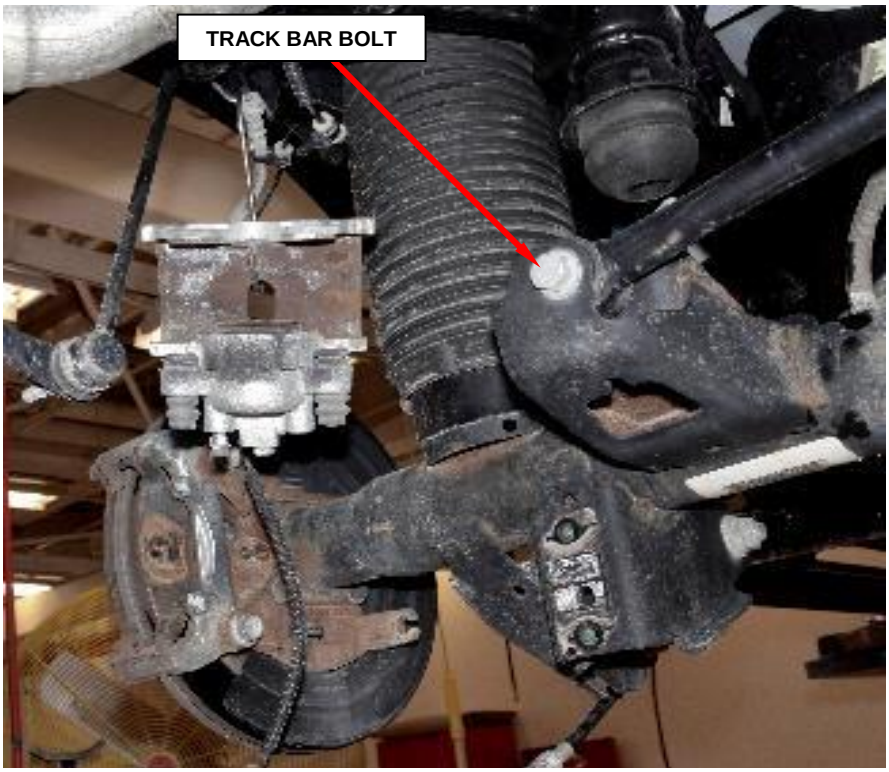

Figure 15 – Track Bar Bolt
18. Remove and **DISCARD** the track bar bolt and position the track bar away from the rear axle (Figure 15).